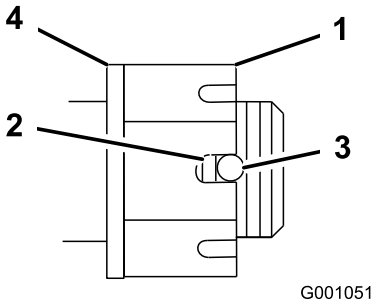

Figura 49
4. Apriete la tuerca almenada a 170 Nm (Figura 49).
5. Compruebe la distancia desde el fondo de la ranura de la tuerca hasta el borde interior del taladro. Debe haber dos hilos o menos de la rosca visibles (Figura 49).
7. Apriete la tuerca almenada a 170 Nm. (170 Nm) (Figura 49).
8. Apriete la tuerca hasta que el siguiente conjunto de ranuras esté alineado con el taladro del eje (Figura 49).